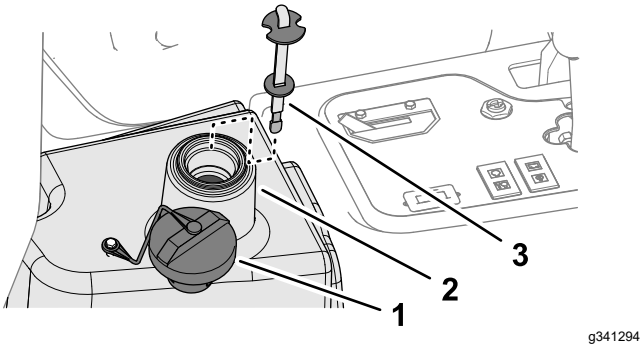

**Figur 84**
2. Gör rent omkring hydraulvätsketankens påfyllningsrör och lock (Figur 84) och ta sedan bort locket.